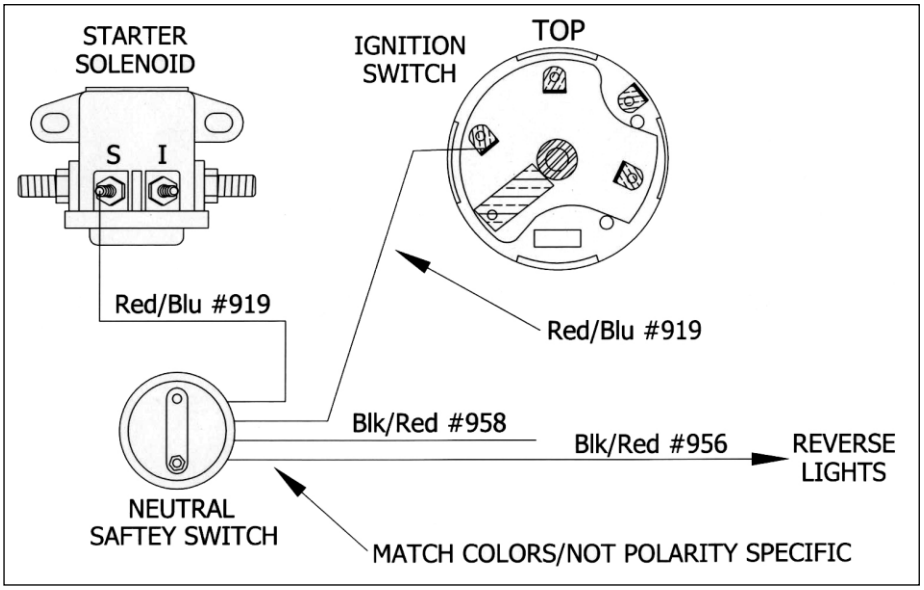

Figure 7-7 NEUTRAL SAFETY SWITCH
7.3.6 Neutral Safety/Backup Light Switch wire #'s 958, 956 and 919 (2 wires) all breakout from the firewall in the ENGINE SECTION. #958 is the power source to the switch for the backup lights and #956 is the wire connected to the actual bulbs. Wire IGNITION SWITCH START #919 comes from the start terminal on the Ignition Switch and provides the start signal to the Neutral Safety switch. Wire STARTER SOLENOID #919 carries the start signal from the Neutral Safety switch to the Starter Solenoid. **See Figure 7-7.**